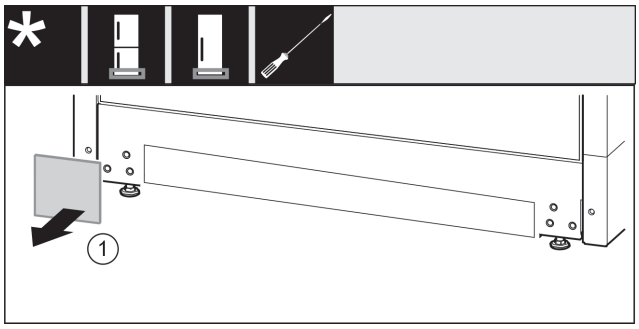

Fig. 15
- ▶ Noņemiet pārsegu *Fig. 15 (1)*.